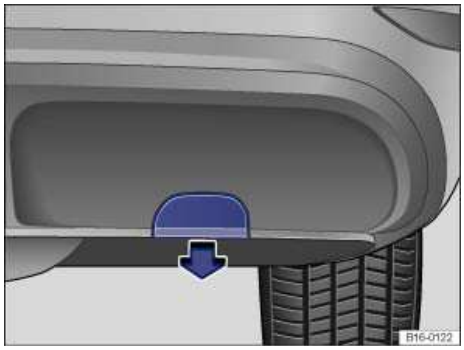

Fig. 187 In the right rear bumper: Removing the cover.
- Carefully slide the cover down and off in the direction of the arrow ⇒fig. 187. Slightly more force may be required.
- Slide the cover into the bumper in the direction opposite to the arrow until locks into place ⇒fig. 187.